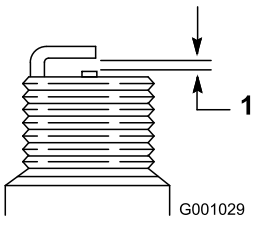

Figur 37
4. Justera elektrodgapet på det nya tändstiftet till 0,76 mm enligt Figur 37.